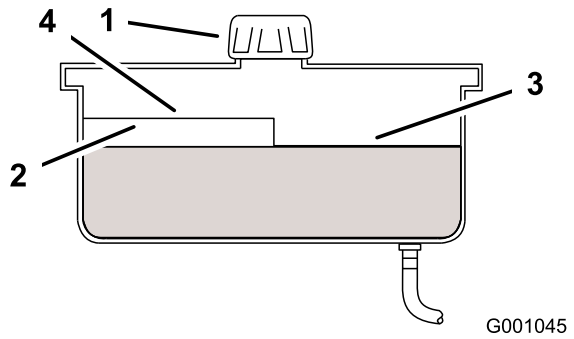

Figura 49
4. Limpe a área em torno do tampão e do tubo de enchimento do depósito hidráulico (Figura 49).
5. Retire o tampão do tubo de enchimento. Olhe para o interior para ver se existe fluido no reservatório (Figura 49).
Nota: Quando o fluido está quente, o nível de fluido está na parte superior do nível quente do abafador (Figura 49).